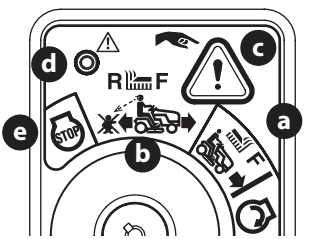

Fig. 28
2. Gire la llave de encendido de la posición CORTE NORMAL (a) a la posición MODO PRECAUCIÓN MARCHA ATRÁS (b) del interruptor de encendido (Fig. 28).
3. Presione y sostenga el botón MODO PRECAUCIÓN MARCHA ATRÁS (c) que está en la esquina superior derecha del módulo de encendido durante 3 segundos. La luz indicadora roja (d) que está en el ángulo superior izquierdo del módulo de encendido se mantendrá ENCENDIDA mientras esté activada (Fig. 28).
4. Una vez activada (luz indicadora ENCENDIDA), se puede operar el tractor en marcha atrás con la PTO (enganche de cuchillas) en la posición acoplada (ON).
5. Siempre mire hacia abajo y hacia atrás antes y mientras se desplaza lentamente en marcha atrás, para asegurarse de que no haya niños en el área. Luego de retomar la marcha hacia adelante, vuelva la llave a la posición de CORTE NORMAL (a) para volver a la operación de corte normal (Fig. 28 en la página 58).
- La llave se coloque ya sea en la posición CORTE NORMAL (a) o la posición STOP (detención) (e) (Fig. 28 en la página 58).